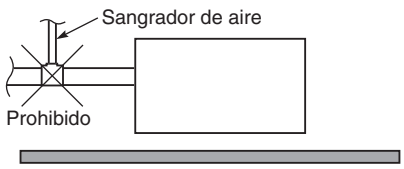

Fig. 3-10
- **No instale un sangrador de aire porque podría causar la salpicadura de agua por la salida del tubo de drenaje. (Fig. 3-10)**